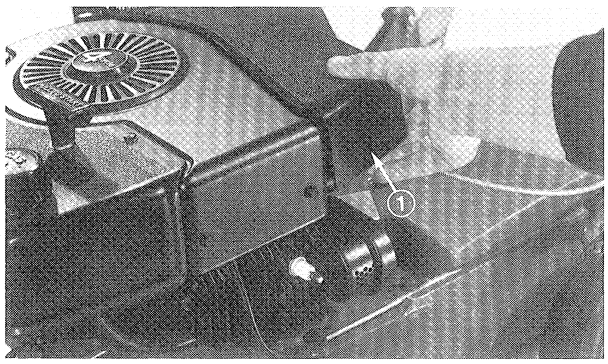

Figure 25
2. Place fingers under right side of cover and lift it up (Fig. 25). Clean inside and outside of cover if it is dirty.